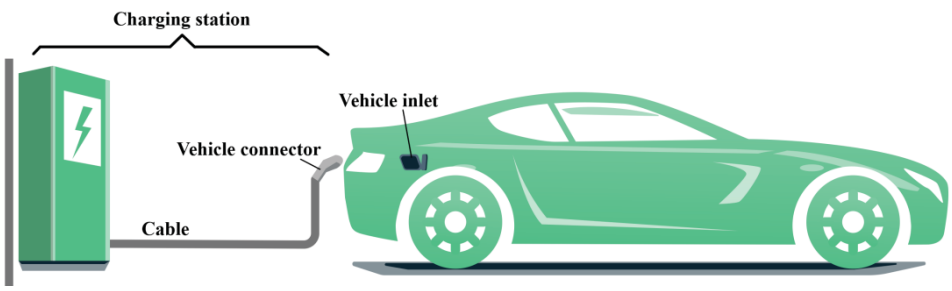

Fig. 3-1 Schematic diagram of CASE C connection
- According to **IEC 61851-1(3.1.12),** the M3P U-series product is an EVSE that conforms to the CASE C connection (shown as Fig. 3-1).